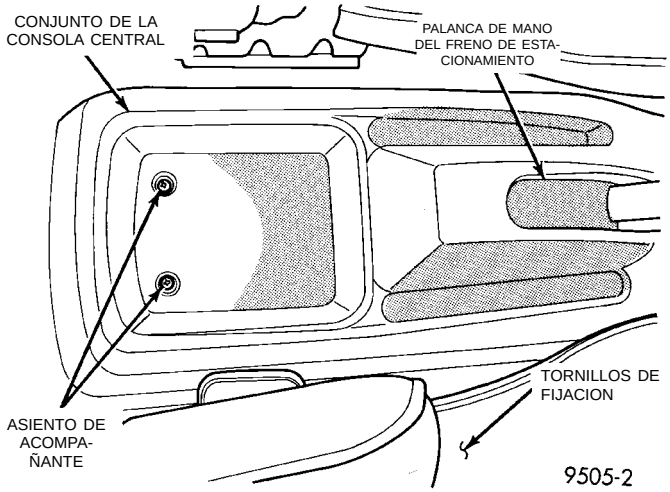
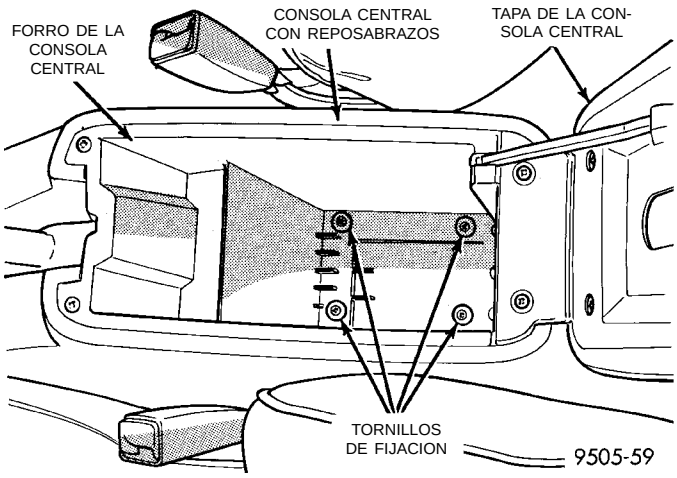

Fig. 134 Tornillos de fijación de la consola central sin reposabrazos
Fig. 135 Tornillos de fijación de la consola central con reposabrazos
(1) Retire los tornillos que fijan la parte trasera del conjunto de la consola central al suelo de la carrocería del vehículo (Fig. 134) o (Fig. 135).